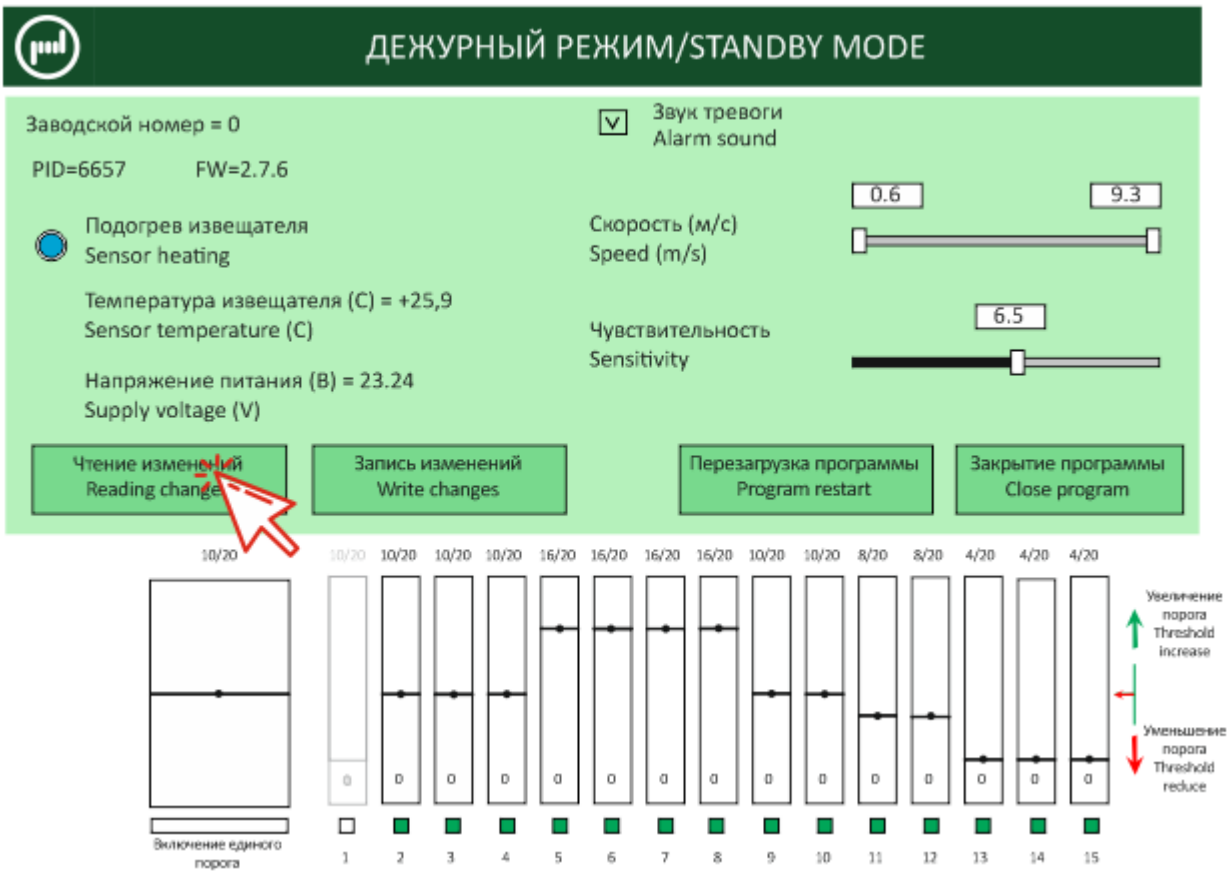

Рис. 11.14
11.2.1.11 Проверить записанные данные, нажав кнопку «Чтение изменений» (рис. 11.14).